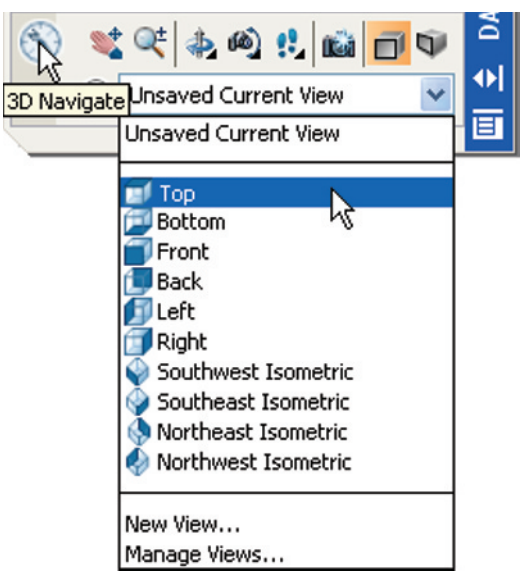

Fig. 13.5 Selecting **Top** from the **3D Navigate** control panel's popup list
2. *Click* **Top** in the **3D Navigate** control panel's popup list (Fig. 13.5).
2. Select **Southwest Isometric** from the popup list in the **3D Navigate** control panel (Fig. 13.5, page 198). The extrusion appears in an isometric view.
1. In the above example we made use of one of the isometric views possible from the **3D Navigate** control panel (Fig. 13.5). These views will be used frequently in examples to show 3D solid model drawings in a variety of positions in 3D space.